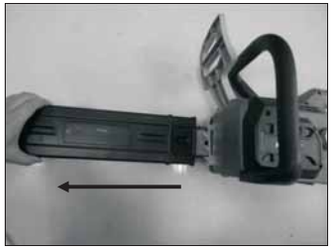

Fig. 7A Fig. 7B
6.2 RETIRE LA PROTECCIÓN DE LA CUCHILLA ANTES DEL USO (FIG. 7A/7B)